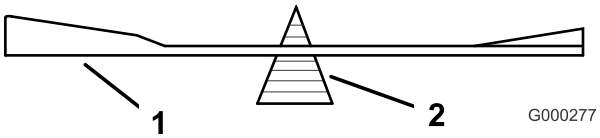
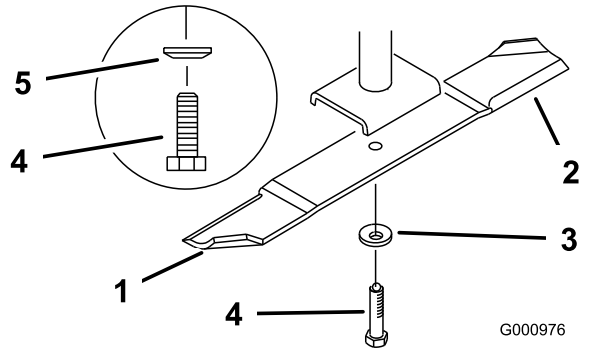

Figur 78
Figur 79
2. Ta bort knivbulten, fjäderbrickan och kniven från spindelaxeln (Figur 79).
2. Kontrollera knivens balans med en knivbalanserare (Figur 78). Om kniven stannar kvar i ett horisontellt läge är den i balans och kan användas. Om kniven inte är balanserad kan du fila bort lite metall från knivens segeldel (Figur 79). Upprepa proceduren tills kniven är balanserad.
1. Montera kniven på spindelaxeln (Figur 79).
2. Montera fjäderbrickan och knivbulten. Fjäderskivans kon måste monteras mot bultens huvud (Figur 79). Dra åt knivbulten till 115-150 Nm.